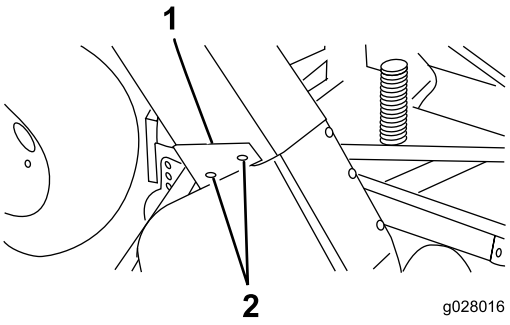

Figuur 19
4. Schuif het uitwerpkanaal over de blazeropening en op de montagebouten (Figuur 19).